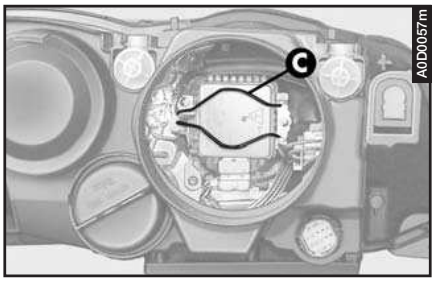

fig. 27
– Release the clip (**C- fig. 27**).